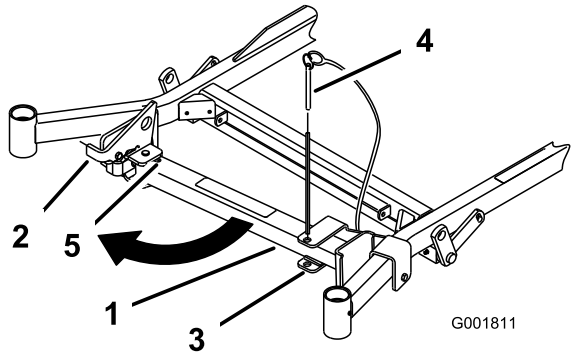
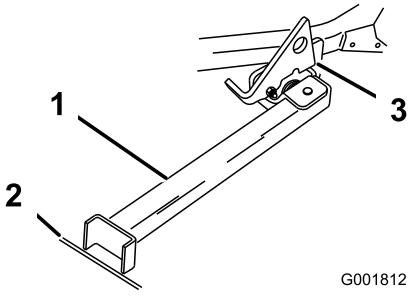

Figuur 24
Figuur 25
2. Verwijder de pen van de beugel (Figuur 24).
3. Zet de vergrendeling omhoog. Draai het voetstuk van de Z Stand aan de voorkant naar buiten en schuif de Z Stand in de richting van de machine in de onderkant van de gleuf (Figuur 24 en Figuur 25).
4. Plaats het voetstuk op de grond en laat de vergrendeling op de draailip rusten (Figuur 25).
Opmerking: Om de beste resultaten te verkrijgen, moet u het voetstuk in spleten in een voetpad of een gazon plaatsen (Figuur 25).
6. Rij de machine de Z Stand op. Stop de machine als de vergrendeling boven de lip in de vergrendelde stand valt (Figuur 25). Als de machine op de Z Stand staat, stelt u de parkeerrem in werking en zet u de motor af.
5. Zet de Z Stand terug in de rustpositie (Figuur 24).